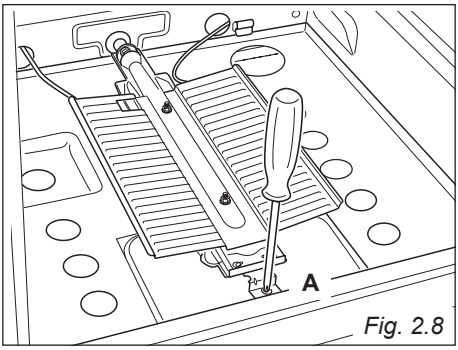

Fig. 2.8
- Unscrew and remove the burner securing screw "**A**" (fig. 2.8).